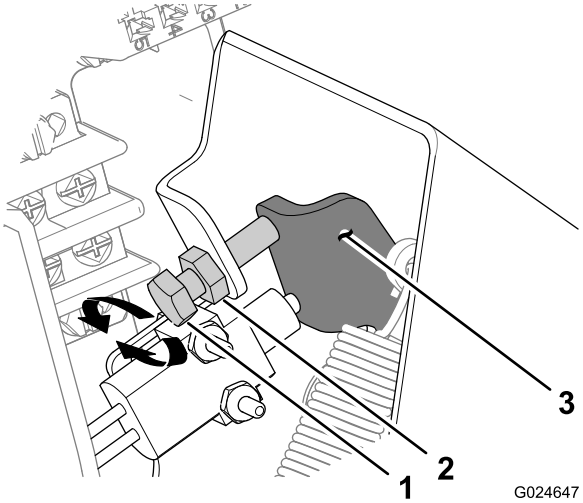

Figur 89
A. Løsn kontramøtrikken, der fastgør gaspedalstoppet (Figur 89).
- Med uret for at øge pedalens frie vandring (Figur 89).
- Mod uret for at reducere pedalens frie vandring (Figur 89).
C. Stram kontramøtrikken (Figur 89).
D. Gentag trin 1 til 4 for at måle pedalens frie vandring (Figur 89).